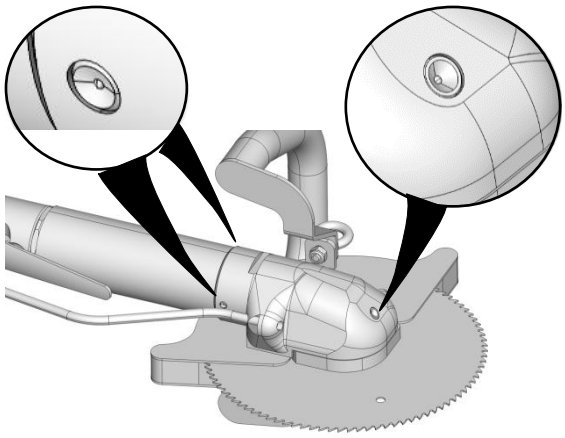
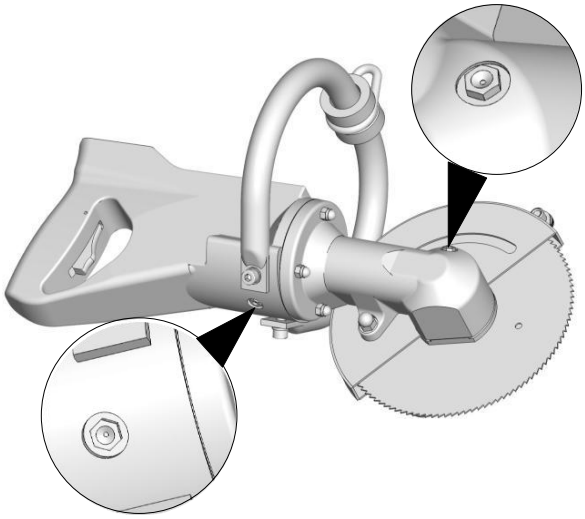

Fig. 19 Boquilla de lubricación (SK 18-8D)
Fig. 20 Boquilla de lubricación (EFA 17 / EFA 19)
- Para garantizar la lubricación de los rodamientos de bolas y del engranaje, se debe engrasar la máquina en las boquillas de lubricación con 1-2 golpes de la pistola de engrase (véase Fig. 19 y Fig. 20).